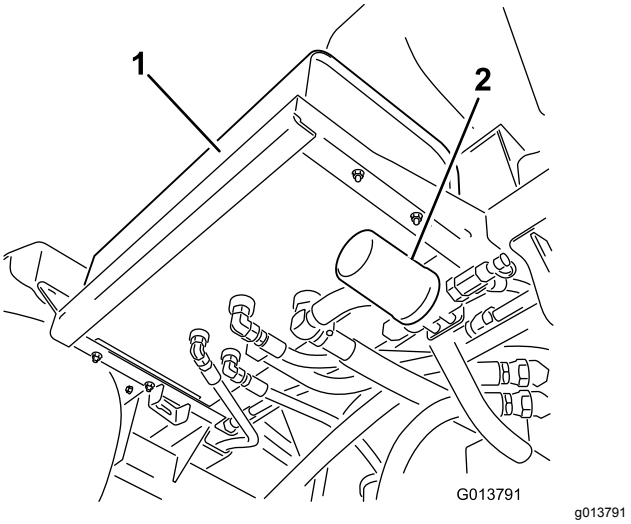
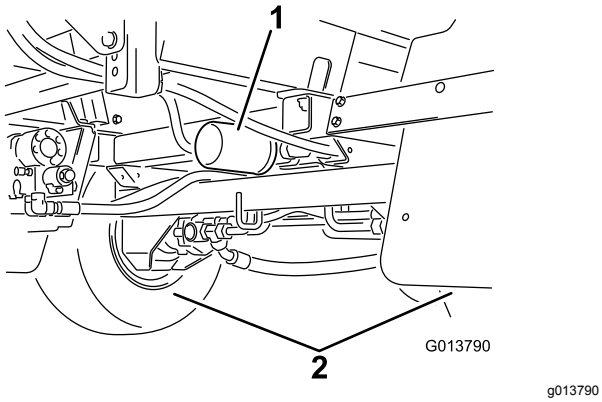

図 88
図 89
2. 車体についている 2 つの油圧フィルタを両方とも取り外す図 88 と 図 89。